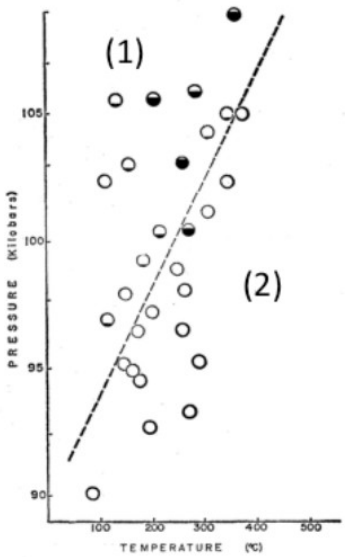

Figure 7 : Diagramme de phase pression-température de ZnO
57- Dans le diagramme de phase pression-température de la figure 7, indiquer, en le justifiant, lesquels des domaines (1) et (2) correspondent aux structures (A) et (B).